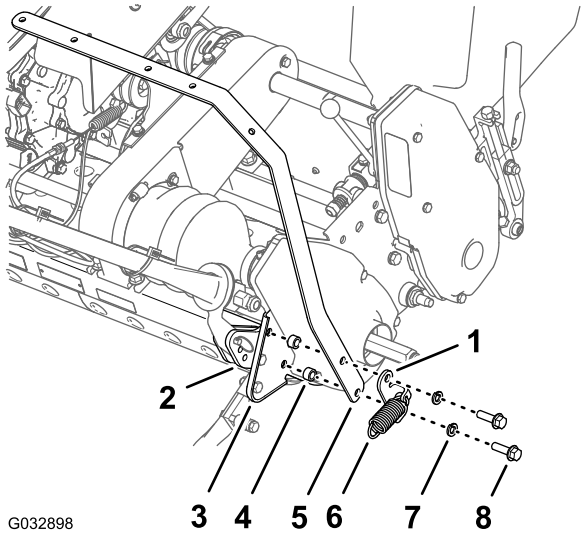

Rysunek 5
7. Zamontuj wspornik zaczepu sprężyny, prawą listwę wsporczą lampy, 2 podkładki dystansowe i prawą płytę boczną do zewnętrznego mocowania na tylnej części ramy (Rysunek 5) używając 2 śrub z łbem kołnierzowym (3/8 x 1 1/4 cala) oraz 2 podkładek zabezpieczających (3/8 cala) zdemontowanych w kroku 6.